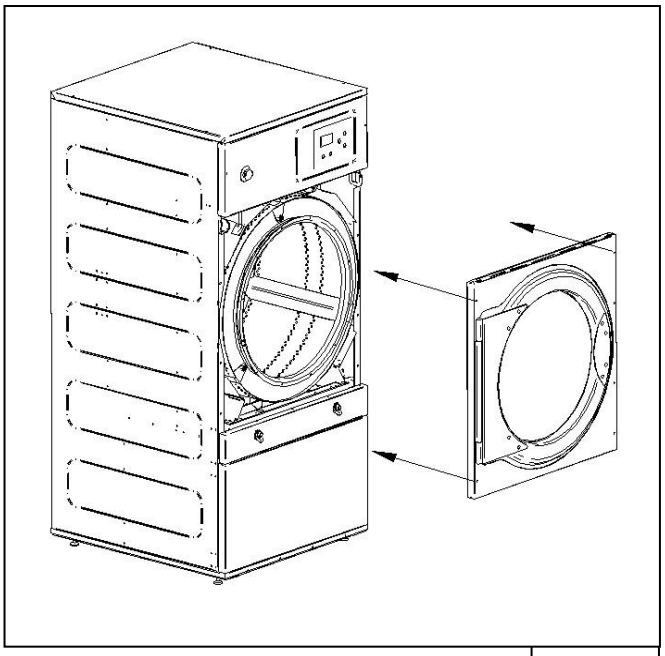

fig.3
6. Situar el frontal de la puerta girándola 180º de modo que las bisagras queden en el lado opuesto. Para ello volver a usar los 6 tornillos “B” y los 2 tornillos “B1” con la llave Allen del nº 3. Ver fig. 3